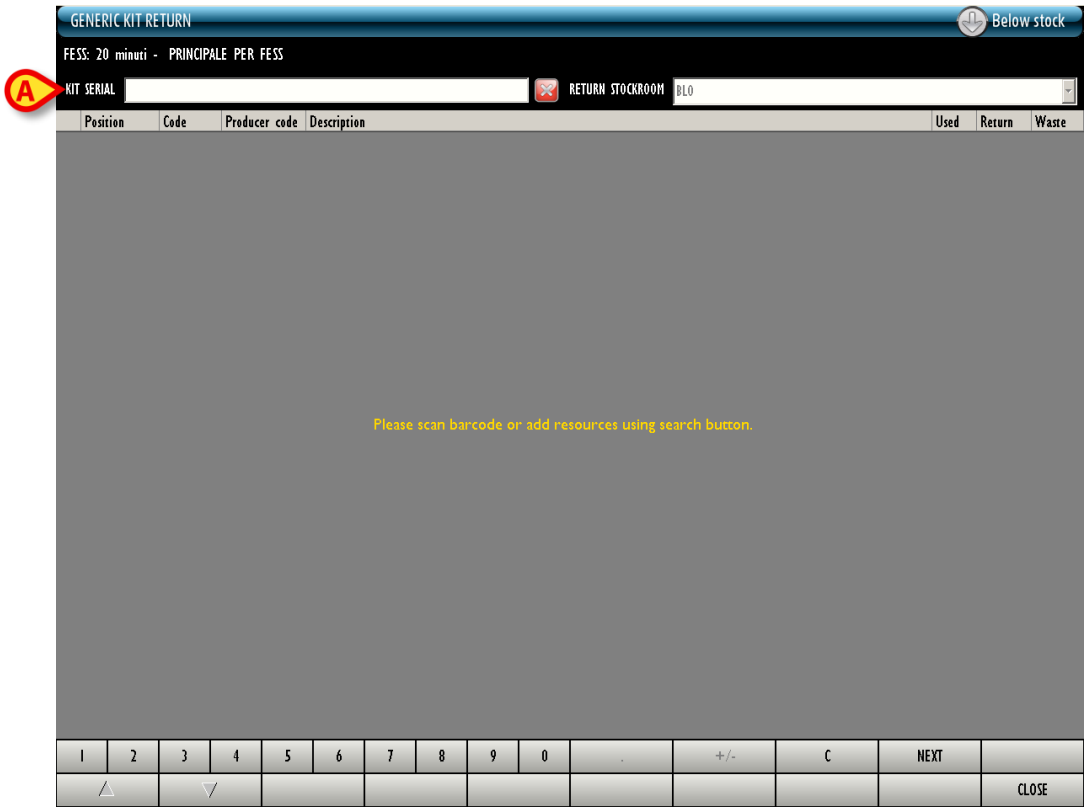

Fig 248 - Generic kit return
The following screen opens (Fig 248).
- Either insert the kit serial number in the field indicated in Fig 248 **A**, or scan the kit's barcode.